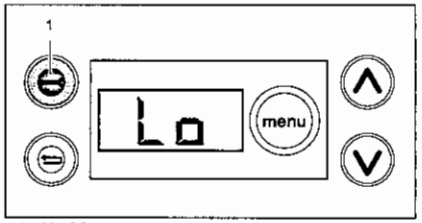

afb. 32 DBA - Lo-modus
- Breng het toetsel in de "Lo "-modus door de servicetoets ⊖ (afb. 32, **pos. 1**) een keer te bedienen. Zie menu 3: "Instellingen" op pagina 25.